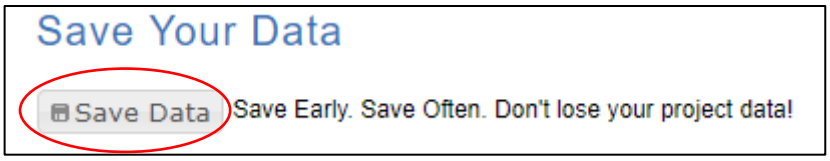

Figure 44. i-tree Save Your Data
1.5.2 You can save the data as you go along (Figure 44).